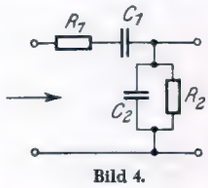
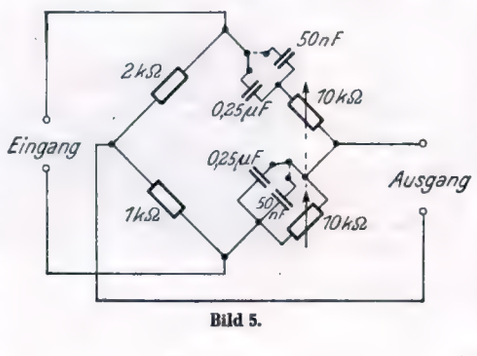

Bild 4.
Bild 5.
In Bild 4 ist ein Kopplungsglied wiedergegeben, das, wie sich rechnerisch einfach nachweisen läßt, ähnlich wie ein Schwingkreis wirkt. Seine Resonanzfrequenz läßt sich einfach ausrechnen, indem man 1 durch die Quadratwurzel aus $R_1 \times C_1 \times R_2 \times C_2$, multipliziert mit 6,28, teilt. Vereinfacht man das, indem man R_1 und R_2 gleichgroß macht (R), ebenso C_1 und C_2 gleichgroß (C), so wird aus dem Widerstand R in MΩ und der Kapazität C in pF die Resonanzfrequenz errechnet, indem man 159 000 durch C × R dividiert. In diesem Falle liegt am Ausgang der Schaltung (Bild 4 rechts) ein Drittel der Wechselspannung, wie sie am Eingang (links) zugeführt wurde.
Baut man eine solche Schaltung zwischen Anode und Gitter einer Röhre ein, so ergibt sich eine Gegenkopplung für die Resonanzfrequenz, d. h. deren mehr oder weniger starke Unterdrückung. Wird sie zwischen zwei Verstärkerstufen als Kopplung angewandt, so bekommt man einen Resonanzverstärker, der eine Frequenz besonders gut verstärkt; schaltet man endlich die Anordnung zwischen Anode einer Röhre und das Gitter einer vorhergehenden (d. h. „über zwei Röhren hinweg"), so bekommt man einen Schwingungserzeuger, der in der Resonanzfrequenz schwingt. Den „Resonanzkreis ohne Spule" nach Bild 4 kann man auch in einer Brückenschaltung (Bild 5) anwenden. Man bedient sich derartiger Anordnungen schon seit geraumer Zeit zur Messung von Frequenzen (sog. Wien-Robinson-Brücke): Wird durch Einregeln der Widerstände bzw. Kapazitäten die Schaltung auf Resonanz mit der zugeführten Frequenz abgestimmt, so ergibt sich am Ausgang ein Minimum, und aus den Werten der Brücke läßt sich die Frequenz bestimmen. In der Schaltung nach Bild 5 wird die Brücke vor allen Dingen zwischen dem Ausgang eines Telegraphieempfängers und dem Kopfhörer verwendet, um durch Einregeln der beiden auf einer Achse sitzenden 10-kΩ-Regler für eine bestimmte Störfrequenz ein Übertragungsminimum und damit Störbefreiung zu erzielen. Die größeren Kapazitäten werden für niedrigere, die kleineren für hohe Frequenzen angeschaltet.